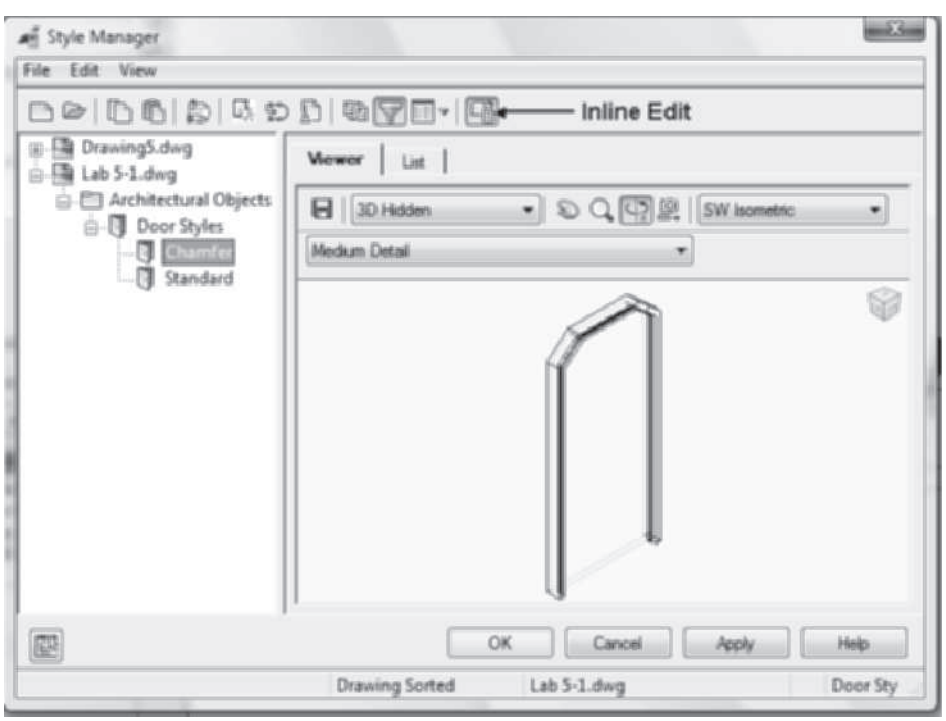

FIGURE 5.27 *Door created in the shape of the profile*
9. Select the **Inline Edit Toggle** button of the Style Manager toolbar as shown in Figure 5.27.
10. Select the **Viewer** tab in the right pane; select **SW Isometric** view, **3D Hidden** Visual Styles, and **Medium Detail** display as shown in Figure 5.27.